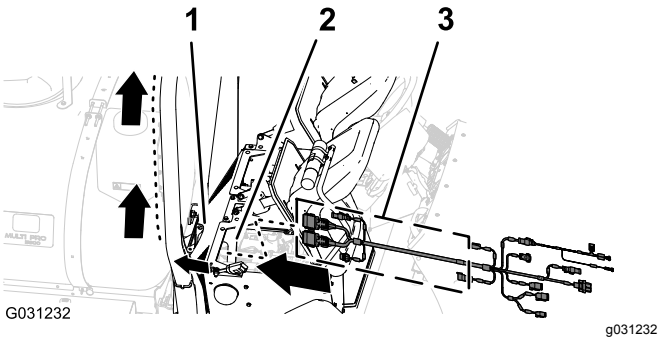

Figuur 157
1. Leid de aftakking van 390 cm van de datakabel naar de rechterkant van het motorcompartiment (naast het luchtfilter voor de motor) en naar achteren, rechts onder het achterste motorscherm (Figuur 157).